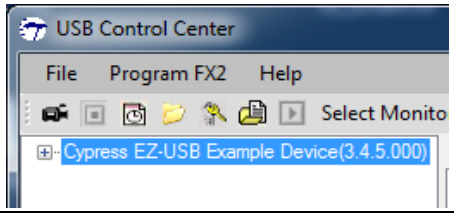

Figure 4　新的 USB 器件
8. 查看 USB Control Center 的左侧面板。如果 PC 声音有效，您会听到“USB 连接” 的声音，随后是“USB 断开”的声音，然后将出现新的 USB 器件 (请参考 **Figure 4**) 。作为一个完整性检查，需要点亮七段式小数点，并关闭电路板顶部上的四个 LED。